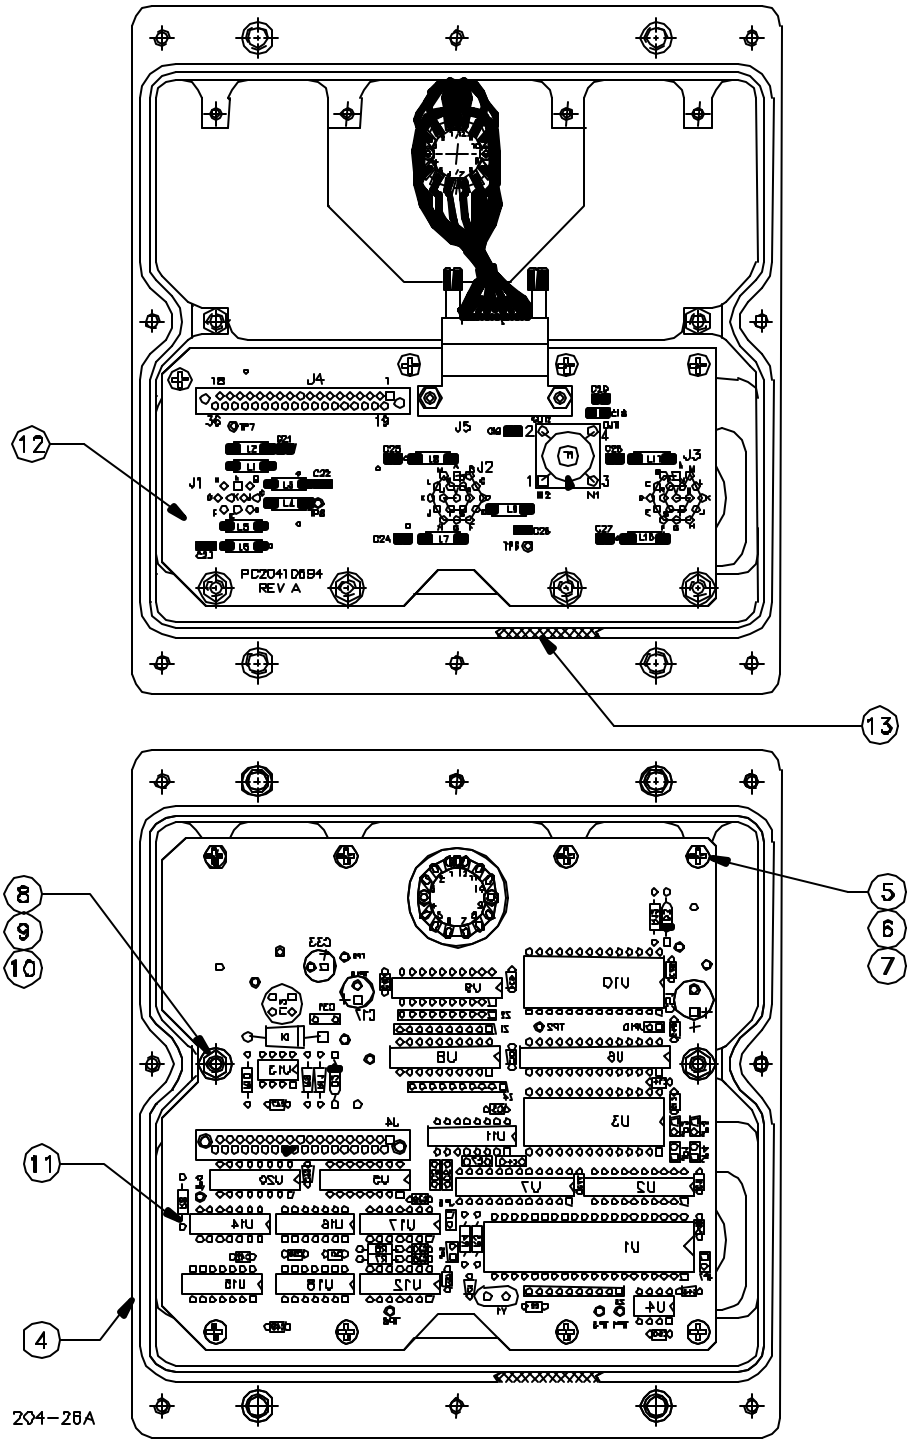

Figure H-9. MCA Assemble, (Sheet 2 of 2)
5.1.2.1.6 Reassemble (Refer to Figure H-9)